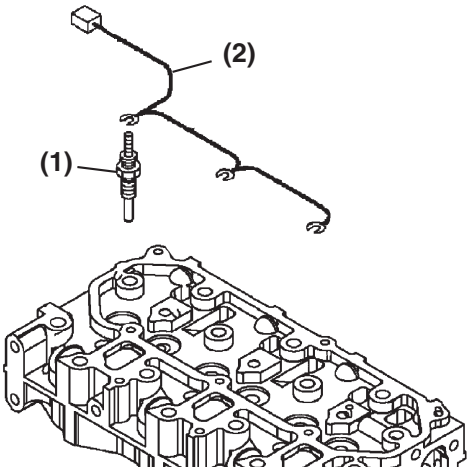

Figure 6-3
1. Disconnect the glow plug harness **(Figure 6-3, (2))** from the glow plugs **(Figure 6-3, (1))**.